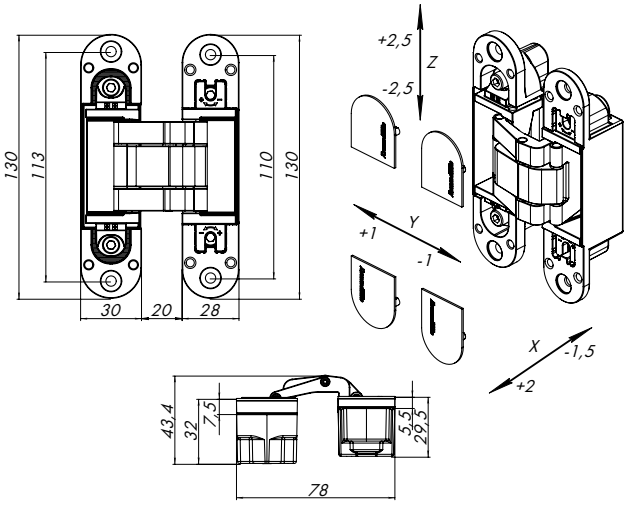

Рис. 1 — Габаритные размеры петель
- Габаритные размеры в открытом положении петли (рис.1):
- Вертикальная регулировка (Z): ±2,5 мм
- Горизонтальная регулировка (X): -1,5+2 мм
- Регулировка по глубине (Y): ±1 мм